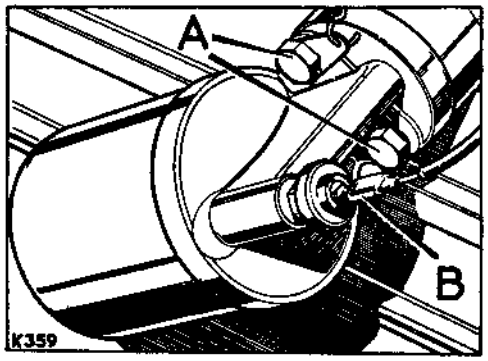

**Fig. A1-51. Oil filter fixings**
3. Refit the assembled filter to the engine, referring to Fig. A1-51.